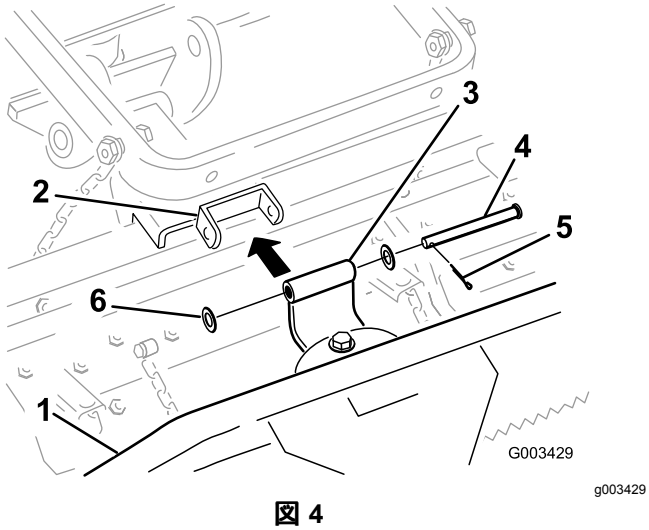

図 4
2. 図 4のように、ピボットブラケットをツースレーキに取り付ける。